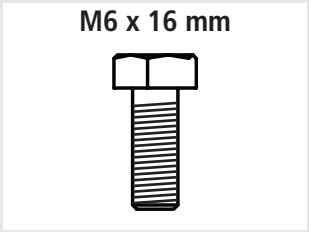
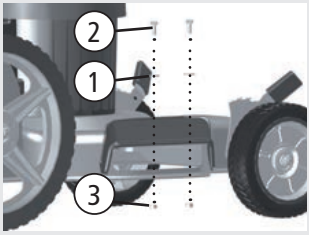

Fig. 16
Fig. 17
Para montar o defletor, posicione-o sobre o chassi como indicado na figura [Fig. 15], localize os dois parafusos M6 x 16 mm [Fig. 16] - em tamanho real, insira as arruelas lisas (1) nos parafusos (2) e insira o conjunto na furação do defletor. Para concluir a montagem e fixar o conjunto, utilize as porcas (3) que acompanham o produto autotravante [Fig. 17].